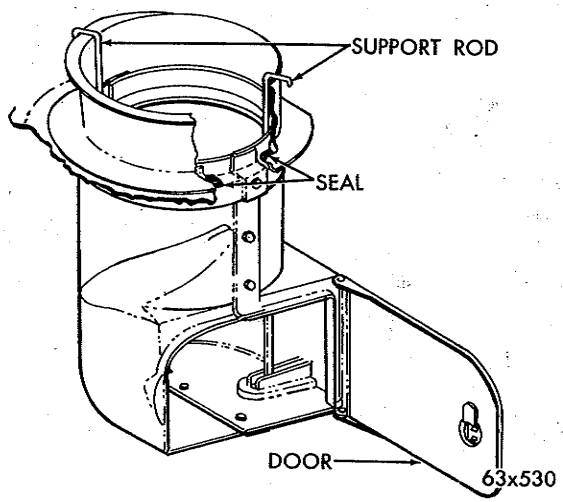

*Fig. 5—Fresh Air Duct—Passenger Side*
(1) Position heater assembly under instrument panel (mounting studs up) and connect temperature control door and defroster door cables. See "Control Cable Adjustments."
(2) Rotate heater into position onto bulkhead and support heater housing with a suitable block of wood.
(3) From inside engine compartment, install retaining nuts.
(4) Install heater hoses (Figs. 5, 6 and 7).
(5) Under instrument panel, install heater to cowl support bracket.
(6) Connect and adjust fresh air control and shut off door cable at heater from under instrument panel. Connect temperature control door cable by reaching through glove box opening. See "Control Cable Adustments" Group 8.
(7) Connect defroster hoses and wiring to heater blower motor resistor.
(8) Refill cooling system and connect battery ground cable.
(9) Install upper half of glove box.
(10) Start engine, bleed system, inspect for leaks and test operation of heater.